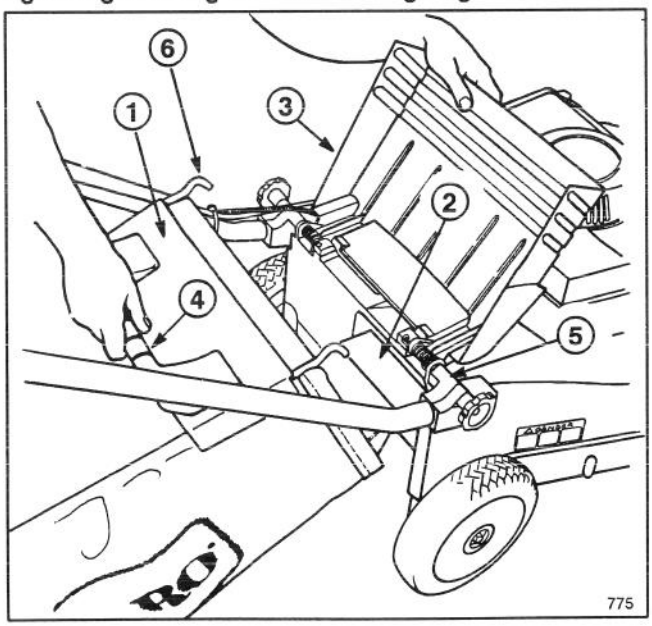
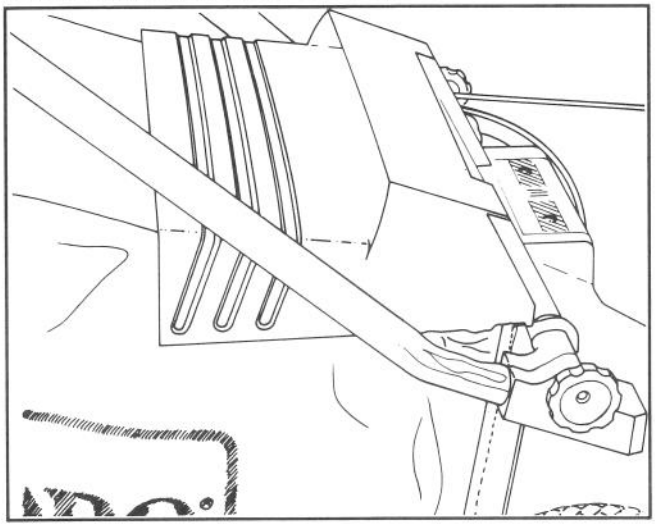

Figure 11
Figure 12
2. INSTALLING BAG—Raise discharge door, slide bag ramp attached to bag into discharge opening, and hook bag frame onto mounting bracket (Fig. 11). Allow discharge door to rest on top of bag (Fig. 12).